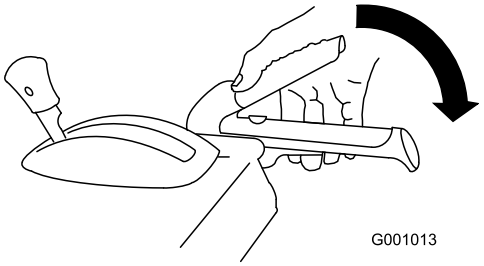

Рисунок 39
2. Прижмите рычаг шнека/крыльчатки к рукоятке и удерживайте его на месте (Рисунок 39).